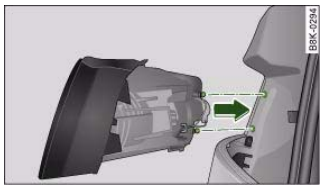

Fig. 276 Installing rear light
– Insert the rear light into the rear light carrier ⇒ fig. 276.